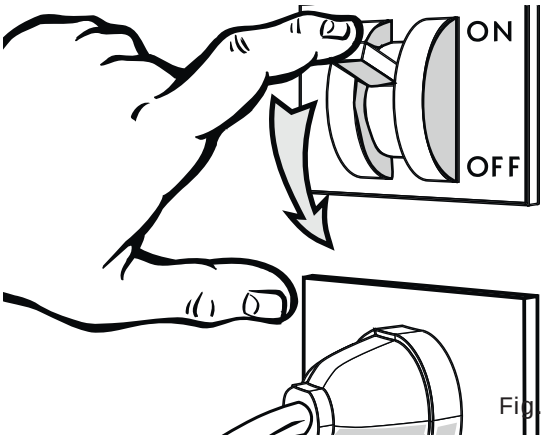

Fig. 19
- Retirar a tensão elétrica ao balcão através do interruptor secionador geral colocado na parede ("Fig. 19").